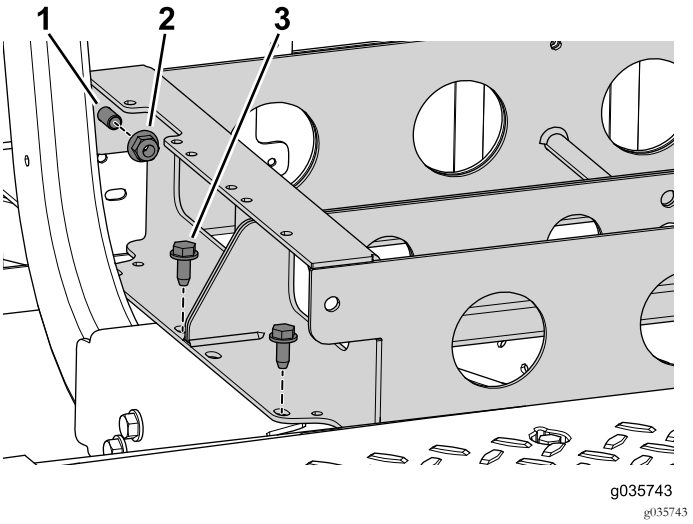

Рисунок 59
6. Выверните 4 болта, которые крепят поддон аккумуляторных батарей к автомобилю (Рисунок 59).
7. Отверните две фланцевые гайки, не удаляя при этом два болта, которые соединяют передний и задний поддоны аккумуляторных батарей (Рисунок 59).